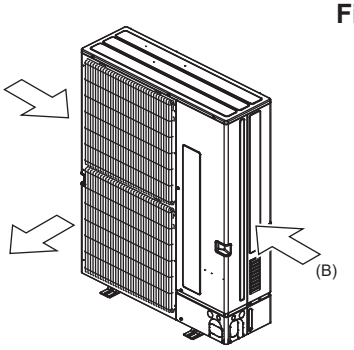

Fig. 2-5
(3) Coloque la unidad de manera que la salida de aire sople en dirección perpendicular a la dirección estacional del viento, si la conoce. (Fig. 2-5)